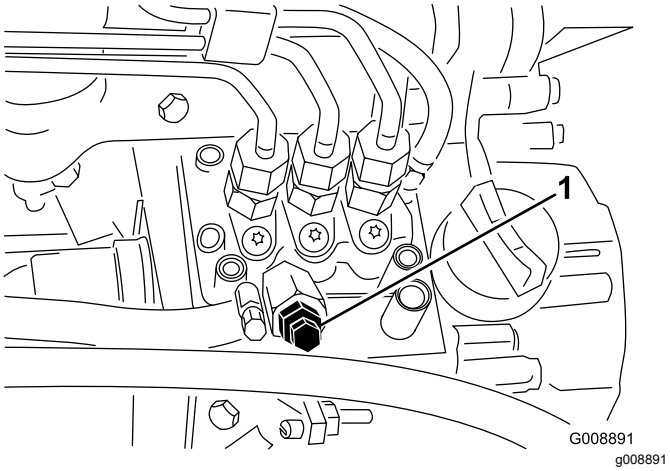

Figur 85
4. Åbn udluftningsskruen på brændstofindsprøjtningspumpen (Figur 85).